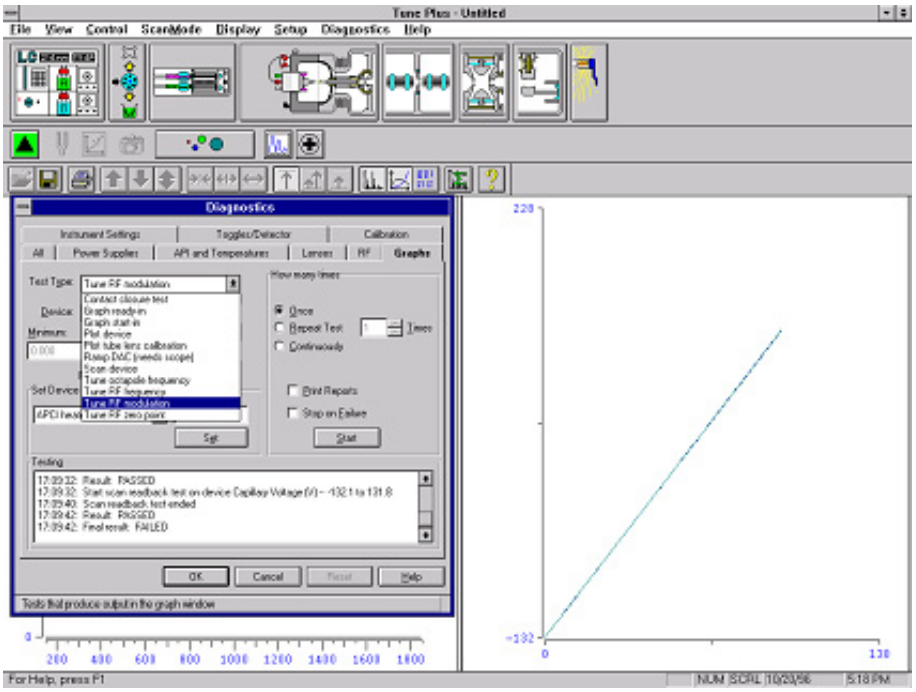

Figure 5-9. Diagnostics dialog box and Graph view
d. Reposition the Diagnostics dialog box so that it does not obscure the Graph view. See Figure 5-9.